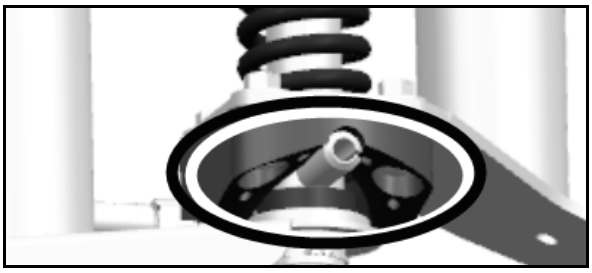

図. 128
1. 減圧ホース (図 128/1) と逆流ライン (2) のスリーブナットを外し、残留分を排出してください。
4. すべてのコネクタのスプリングクリップ (1) を外します。